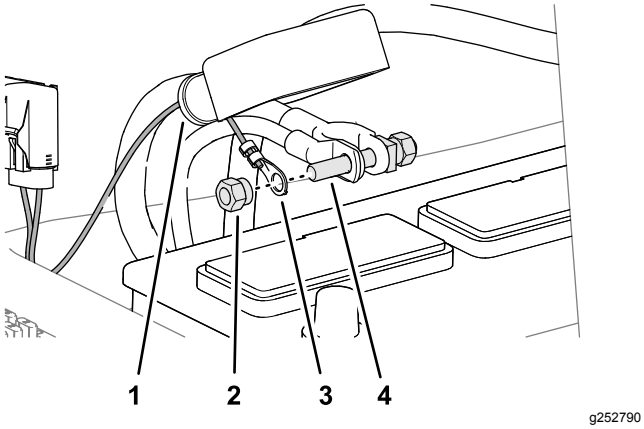

Figur 7
2. Monter ringklemmen merket med B+ på batteriklemmebolten med klemmemutteren, og stram mutteren for hånd (Figur 7).